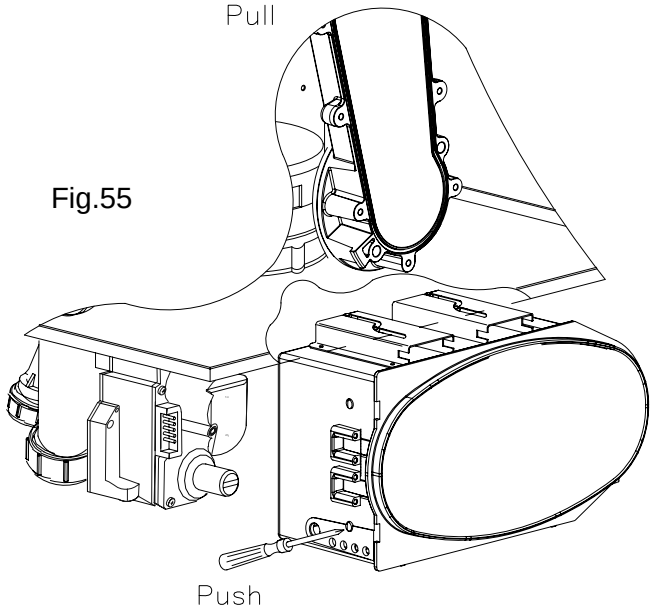

Fig.55
8.19.2 Push the four retaining latches and remove the front of the instrument panel (Fig. 55).